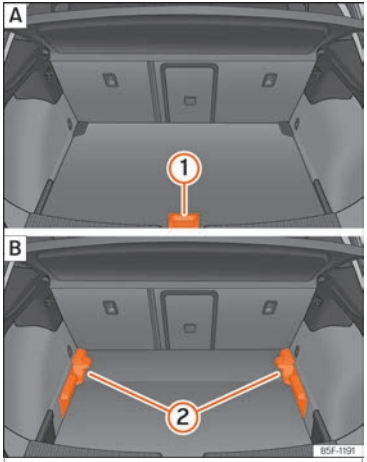

Fig. 129 Plancher de coffre à bagages modulable : A position haute ; B position basse.
- Pour passer de la position basse en position haute, relevez le plancher avec la poignée ››› **fig. 129** ①, tirez-le vers l'arrière jusqu'à ce que la partie avant du plancher dépasse complètement les supports ››› **fig. 129** ②.
- Déplacez le plancher vers l'avant sur ces derniers jusqu'à ce qu'il bute contre le dossier de la banquette arrière et ensuite, abaissez le plancher avec la poignée ①.
- Pour passer de la position haute en position basse, relevez le plancher avec la poignée ››› **fig. 129** ①, tirez-le vers l'arrière jusqu'à ce que la partie avant du plancher dépasse complètement les supports ››› **fig. 129** ②.
- Laissez tomber la partie avant contre le plancher et poussez ce dernier vers l'avant jusqu'à ce qu'il bute contre le dossier de la banquette arrière en abaissant en même temps le plancher avec la poignée ①.
- Lorsque le plancher modulable se trouve en position haute, relevez-le à l'aide de la poignée ››› **fig. 129** ①, tirez-le et repoussez-le vers le dossier de la banquette arrière jusqu'à ce qu'il se plie au niveau de la charnière et que sa partie mobile repose contre le dossier.